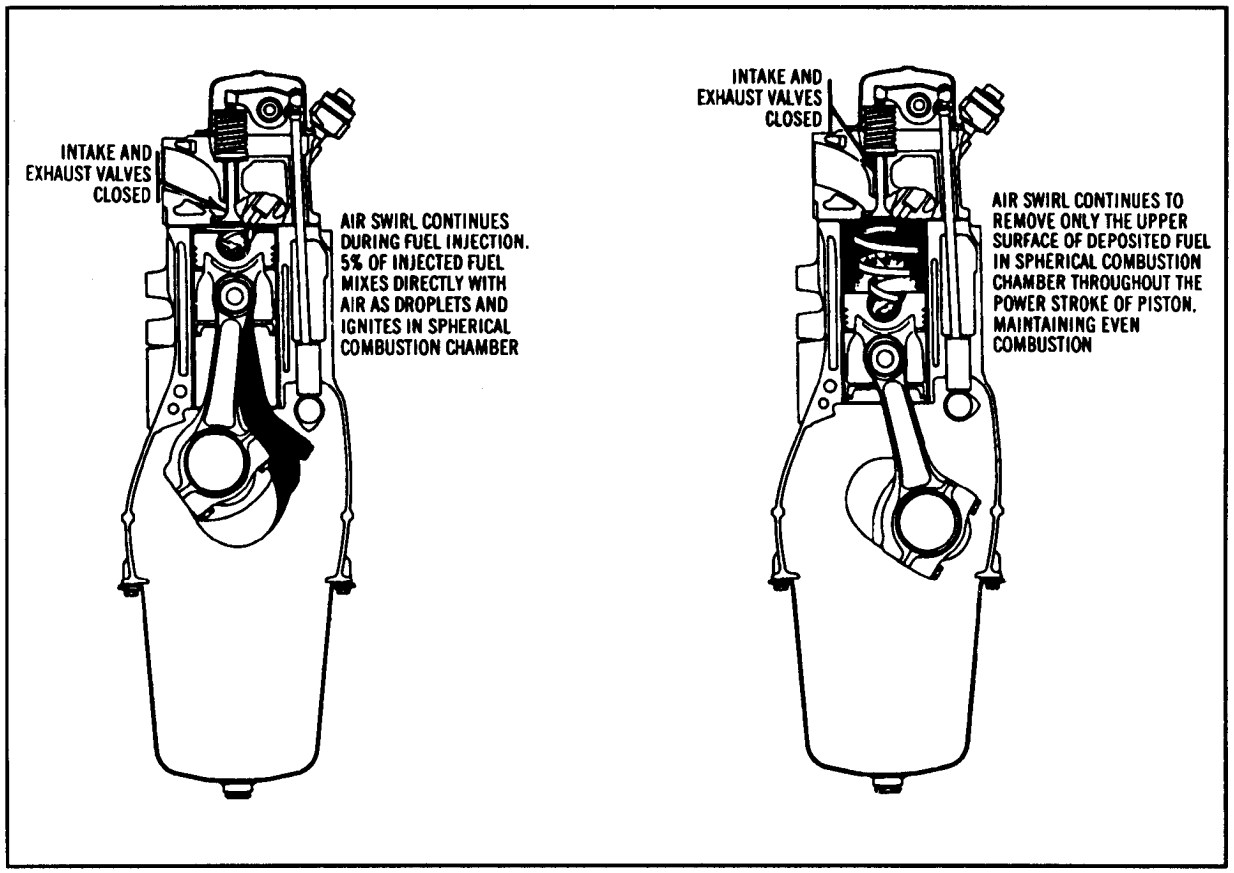

FIGURE 16-1. Injection and Combustion of Fuel in a Multifuel Engine.
*Multifuel Engines.* The multifuel engine is a diesel (compression ignition) engine (Figure 16-1). Unlike the conventional gasoline engine, it has no spark plugs. The heat of compression ignites the fuel. A piston coming up on the compression stroke compresses the air in the cylinder until it reaches an extremely high temperature. At this time, fuel is injected into the cylinder under high